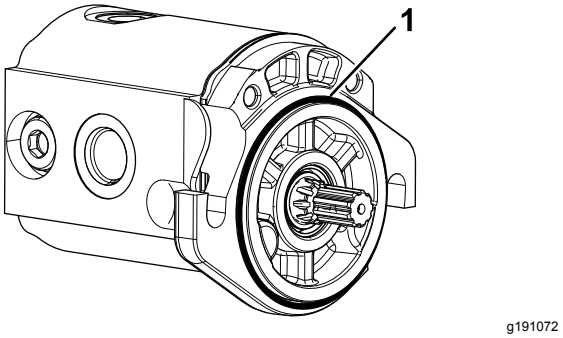

Figura 6
5. Instale la junta tórica en el motor del molinete (Figura 6).